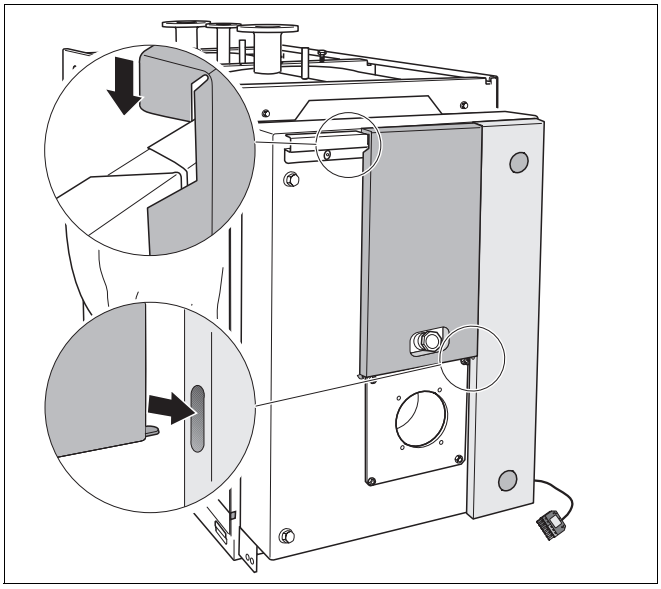

Рис. 28 Монтаж средней декоративной панели
- Подвесить среднюю декоративную панель вверху в траверсу и вставить язычок внизу в вырез на правой декоративной панели (рис. 28).